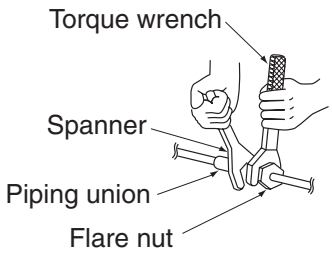

**Fig. 15**
- Be sure to use both a spanner and torque wrench together, as shown in the drawing, when connecting or disconnecting pipes to/ from the unit. **(Refer to fig. 15)**